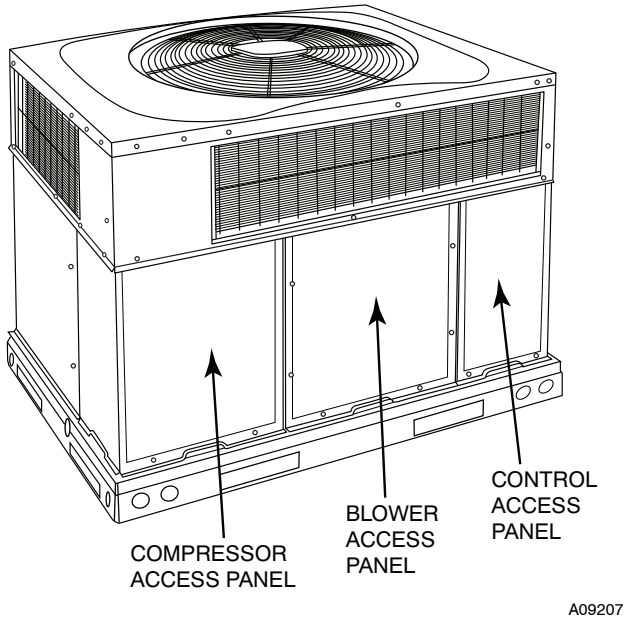

Fig. 19 - Unit Access Panels
a. Remove blower access panel (see Fig. 19).
g. Reinstall blower access panel (see Fig. 19).
1. Remove control access panel (See Fig. 19).
Remove blower access panel (see Fig. 19). Limit switch is located on the fan partition.
3. Remove control access panel (See Fig. 19).
Remove access panels (see Fig. 19) to locate all the electrical controls and wiring. Check all electrical connections for tightness. Tighten all screw connections. If any discolored or burned connections are noticed, disassemble the connection, clean all the parts, re-strip the wire end and reassemble the connection properly and securely.
After inspecting the electrical controls and wiring, replace the access panels (see Fig. 19). Start the unit, and observe at least one complete heating cycle and one complete cooling cycle to ensure proper operation. If discrepancies are observed in any operating cycle, or if a suspected malfunction has occurred, check each electrical component with the proper electrical instrumentation. Refer to the unit wiring label when making these checkouts.